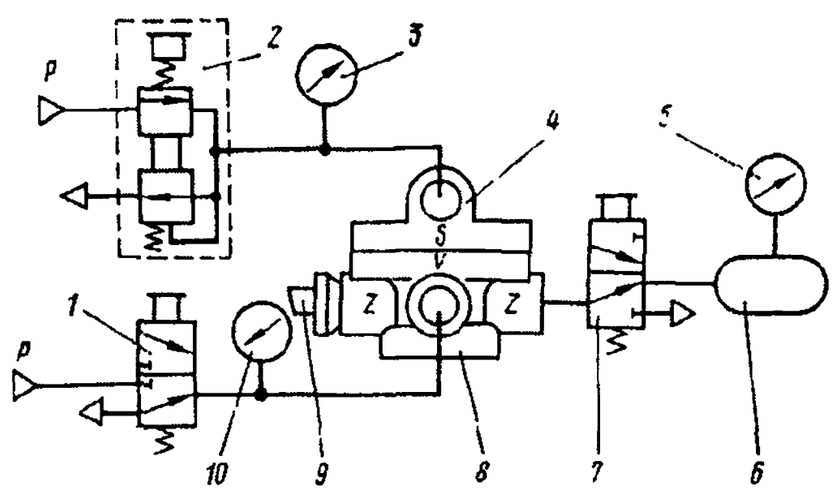

Рис. 314. Схема подключения ускорительного клапана:
1. Подключите прибор по схеме, изображенной на рис. 314.